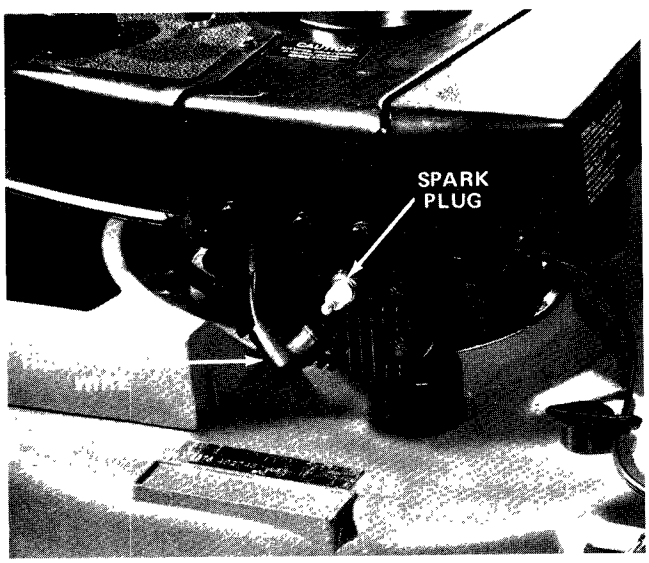

Figure 24
1. Make sure engine is shut off. Also pull high tension wire off spark plug (Fig. 24).
2. Clean area around spark plug so foreign matter does not fall into cylinder when plug is removed. Remove plug from cylinder head (Fig. 24).